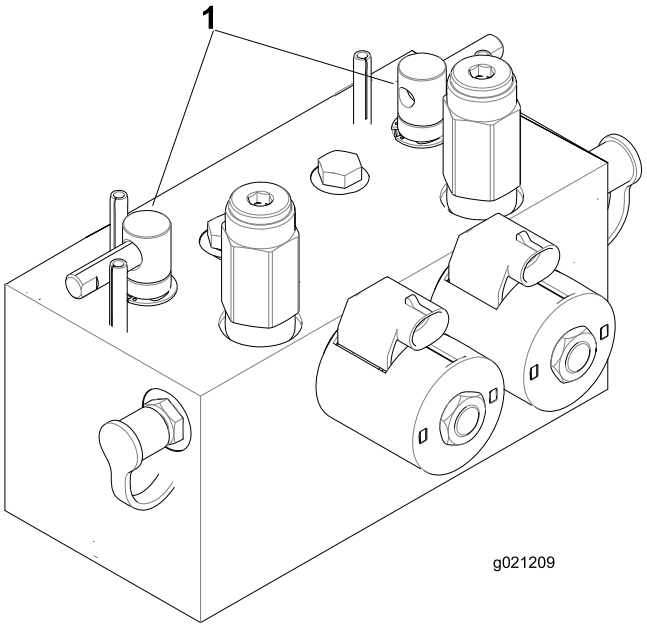

Figur 76
2. Lås opp og hev setet for å vise slipespakene (Figur 76).
5. Velg enten fremre, bakre eller begge slipespaker for å bestemme hvilke spoler som slipes (Figur 76).